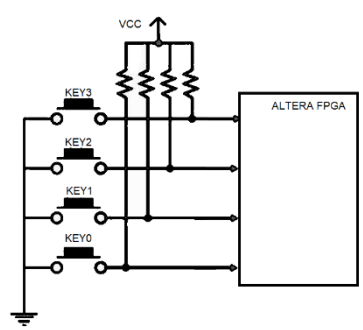

Figure 10.2: FPGA development board buttons used to operate the stopwatch.
Figure 10.2 shows the schematic of the buttons (`key1` ...`key4`) on the C5G development board that you will use to control the operation of the stopwatch; the `S1` and `S2` buttons in Figure 10.1. The buttons shown in the schematic are in their nominal position – not being pressed by a user. You should note that the contacts of each button (open circles) are disconnected. This leaves the right side of the button connected to `VCC` through a resistor as well as the Altera FPGA. This resistor is called a pull-up resistor, and as its name implies, pulls the voltage on the right side of the push button up to `VCC` – logic `1`. When a button is pressed, the contacts are connected and the right side of the push button is connected directly to ground, forcing the voltage on the respective FPGA pin to logic `0`.
To summarize the operation of the buttons shown in Figure 10.2. When a user presses a button, the value on the respective FPGA pin is logic `0`. When a button is not pressed, the logic level of the corresponding FPGA pin is logic `1`.